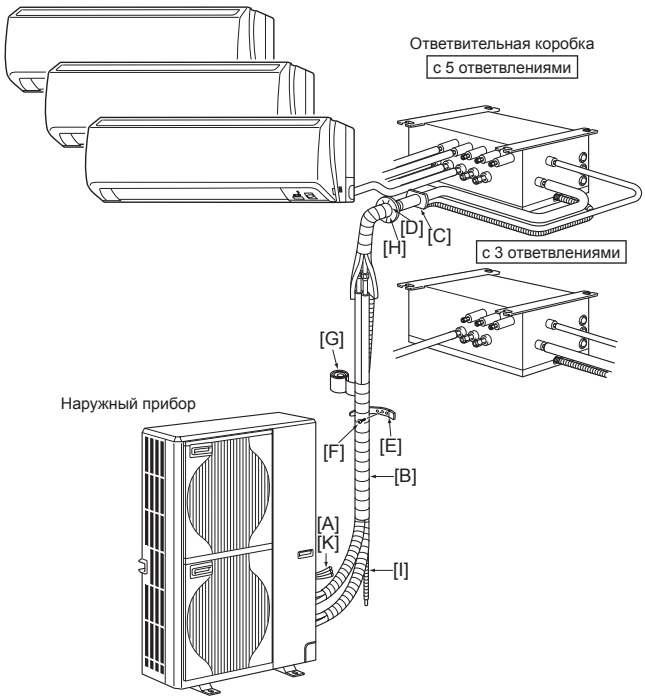

Fig. 2-1
2.1. Перед установкой (Fig. 2-1)